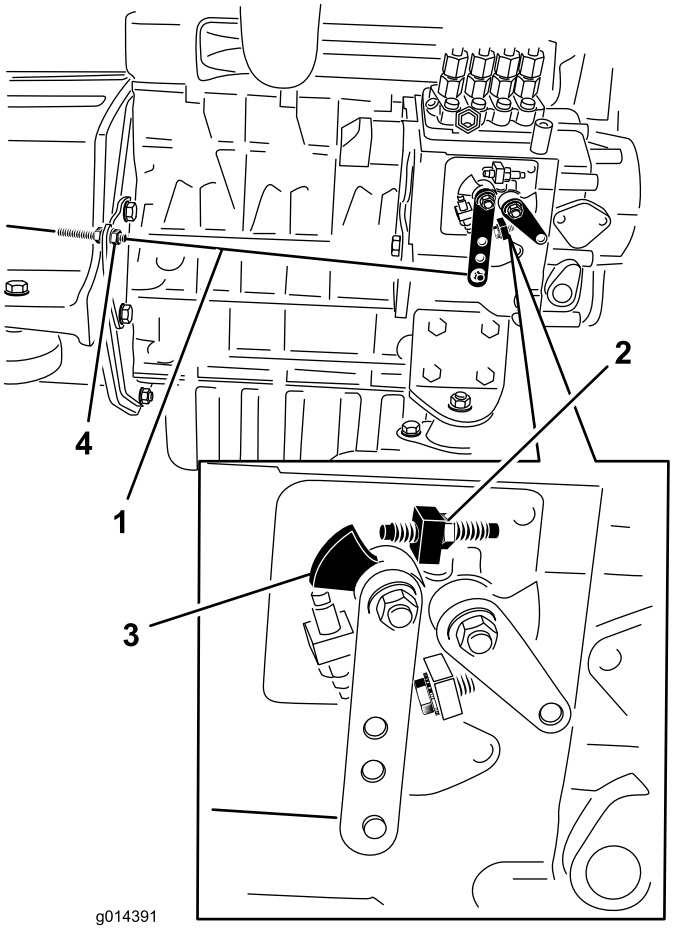

Figuur 46
2. Controleer de stand van de toerenregelaar op de brandstofinjectiepomp van de motor. De toerenregelaar moet contact maken met de schroef die het toerental begrenst als de gashendel zich in de (vergrendelde) stand SNEL bevindt (Figuur 46).
3. Indien nodig kan de stand van de kabelborgmoeren van de gashendel zo aangepast worden dat de toerenregelaar contact maakt met de schroef die het toerental begrenst wanneer de gashendel zich in de (vergrendelde) stand SNEL bevindt (Figuur 46).